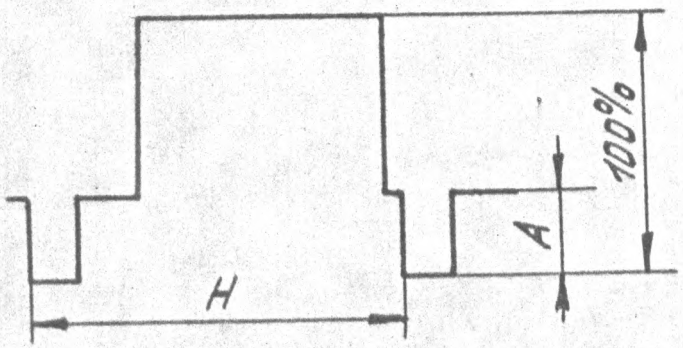

РИС.7.22
7.3.21.3. ПОДКЛЮЧИТЕ ОСЦИЛЛОГРАФ С9-1 К КОНТАКТУ 6 РАЗ'ЕМА А3-1ХР2 ББЗ А3. УРОВЕНЬ ССП ДОЛЖЕН БЫТЬ А = (24-30)%, КАК ПОКАЗАНО НА РИС.7.22
ВЧ ВЫХ ППУ-Д А1, А ОСЦИЛЛОГРАФ С9-1 — К ВИДЕОВЫХОДУ ДЕМОДУЛЯТОРА TR-0771 И РЕЗИСТОРАМИ А1.2-R21, А1.2-R12 ВЫСТАВЬТЕ УРОВЕНЬ ССП (27-30)%, КАК ПОКАЗАНО НА РИС.7.22, ПРИ ЭТОМ РАЗМАХ ВИДЕОСИГНАЛА ДОЛЖЕН БЫТЬ (1+-0,2) В.